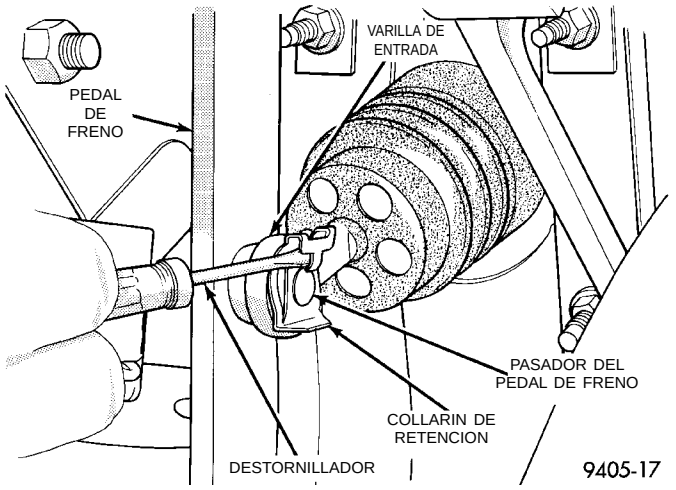

Fig. 118 Pasador de retención de la varilla de entrada
(9) Localice la varilla de entrada del reforzador del vacío del servofreno en la fijación del pedal de freno, debajo del tablero de instrumentos. Coloque un destornillador pequeño (Fig. 118) debajo de la rabera central del collarín de retención.
(10) Gire el destornillador (Fig. 118) lo suficiente como para permitir que la rabera del collarín de retención pase sobre el extremo del pasador del pedal de freno.